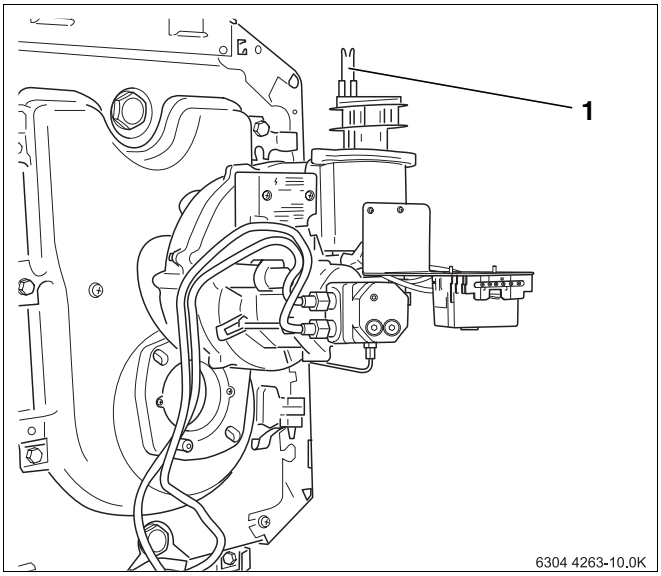

Abb. 24 Brenner in Serviceposition aufstecken
- Brenner in Serviceposition (Abb. 24) aufstecken.
Die Zündelektroden (Abb. 24, **Pos. 1**) müssen frei von Ablagerungen sein.